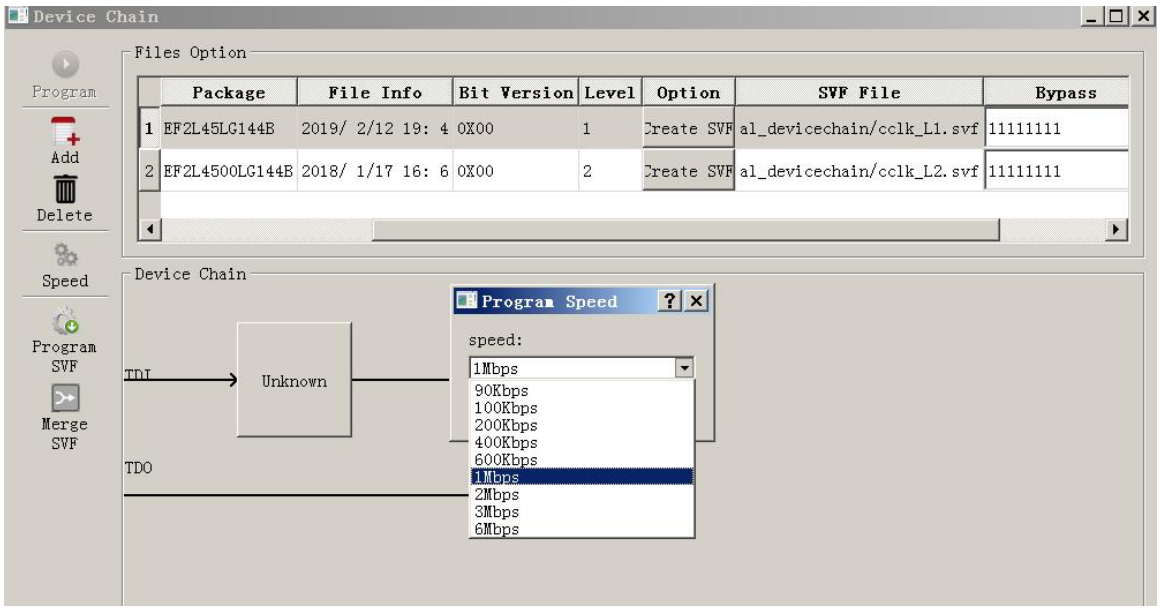

图 22 设置 SVF 加载速率
6) 如图 22 是设置 SVF 文件下载速率，默认速率 1Mbps。推荐使用 3Mbps 速率以下进行加载。